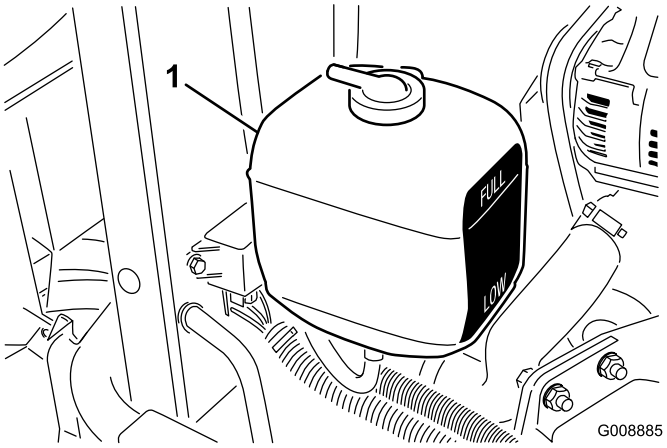

Figur 29
1. Kontroller kølevæskestanden i ekspansionsbeholderen (Figur 29). Med en kold motor skal kølevæskestanden være ca. midt imellem mærkerne på siden af beholderen.